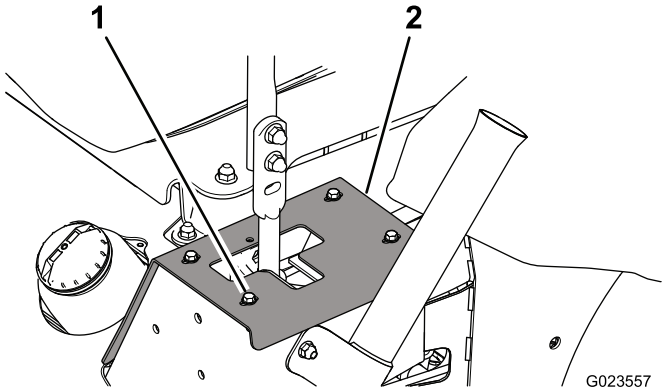

Figur 63
1. Lossa de skruvar som fäster stopplattorna vid ramen för att nå motvikternas fästskruvar (Figur 63).